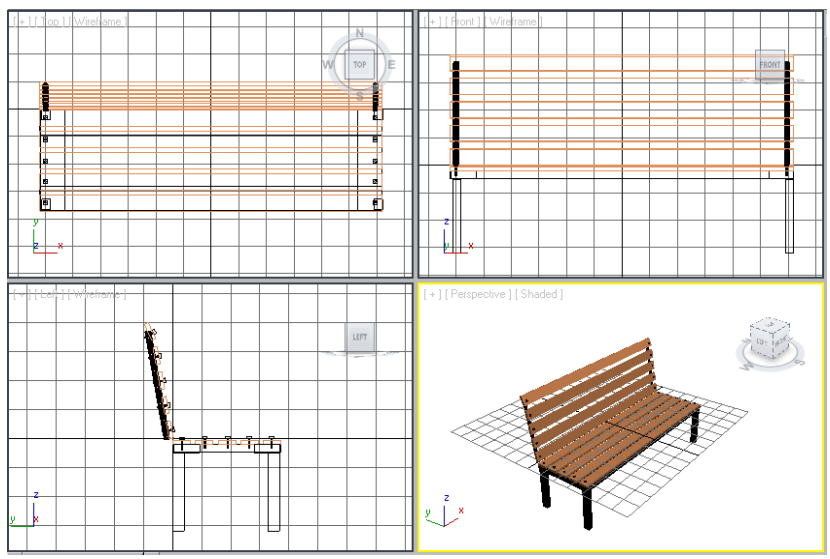

Figure 3-67 *Alignment of the legs in all viewports*
6. Invoke the **Select and Move** tool and align the *leg002*, *leg003*, and *leg004* at the corners of the *leg support002*, *leg support003*, and *leg support004*, respectively in all viewports, as shown in Figure 3-67.